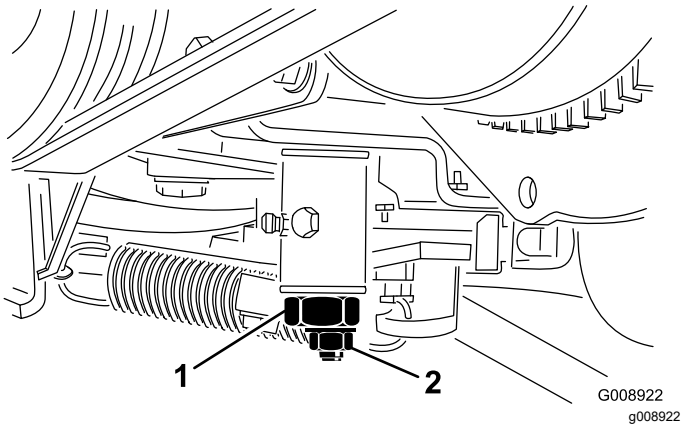

Figur 66
3. Løsne låsemutteren på trekkjusteringskammen (Figur 66).